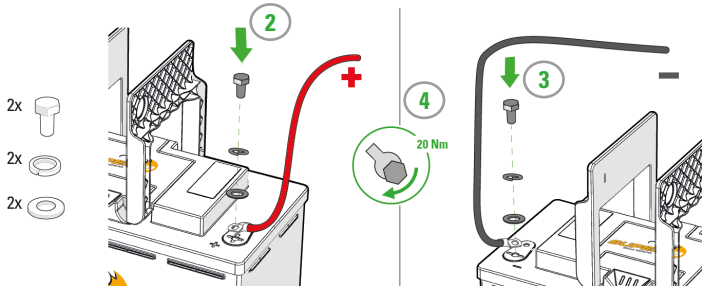

Figura 10. Conectar cables de alimentación con terminales de cable
2. Conecte la carga o el cargador al terminal X2 (+) de la batería de iones de litio. (Figura 10)
3. Conecte el terminal X1 (-) de la batería de iones de litio. (Figura 10)